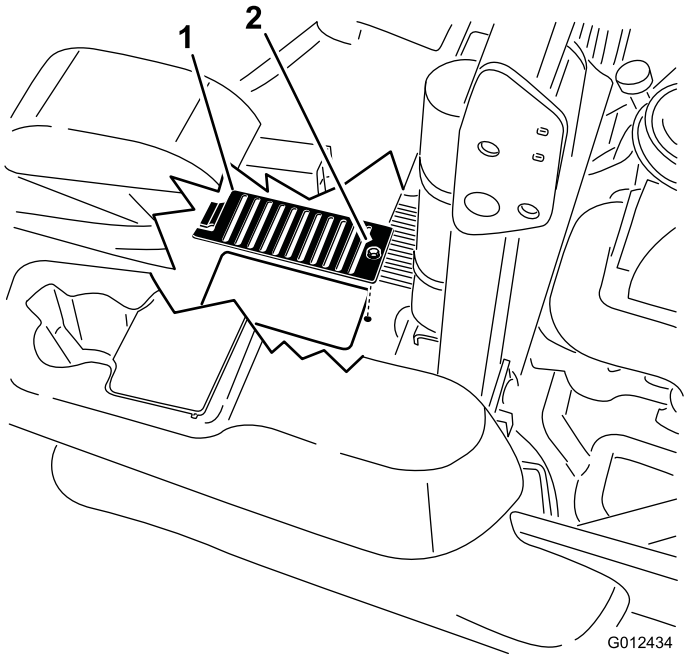

Figuur 71
6. Verwijder de bout en de kap van de peilstokken. Reinig rond de peilstok en de hydraulische eenheid (Figuur 71).